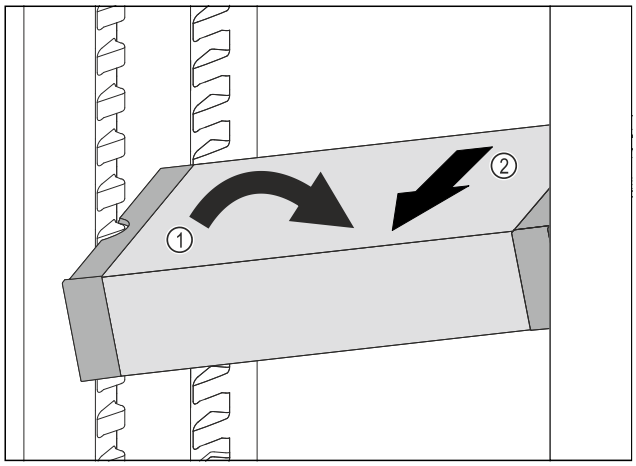

Fig. 127
▶ VarioSafe postavte v chladničce šikmo. *Fig. 127 (1)*
▶ VarioSafe odeberte směrem dopředu. *Fig. 127 (2)*